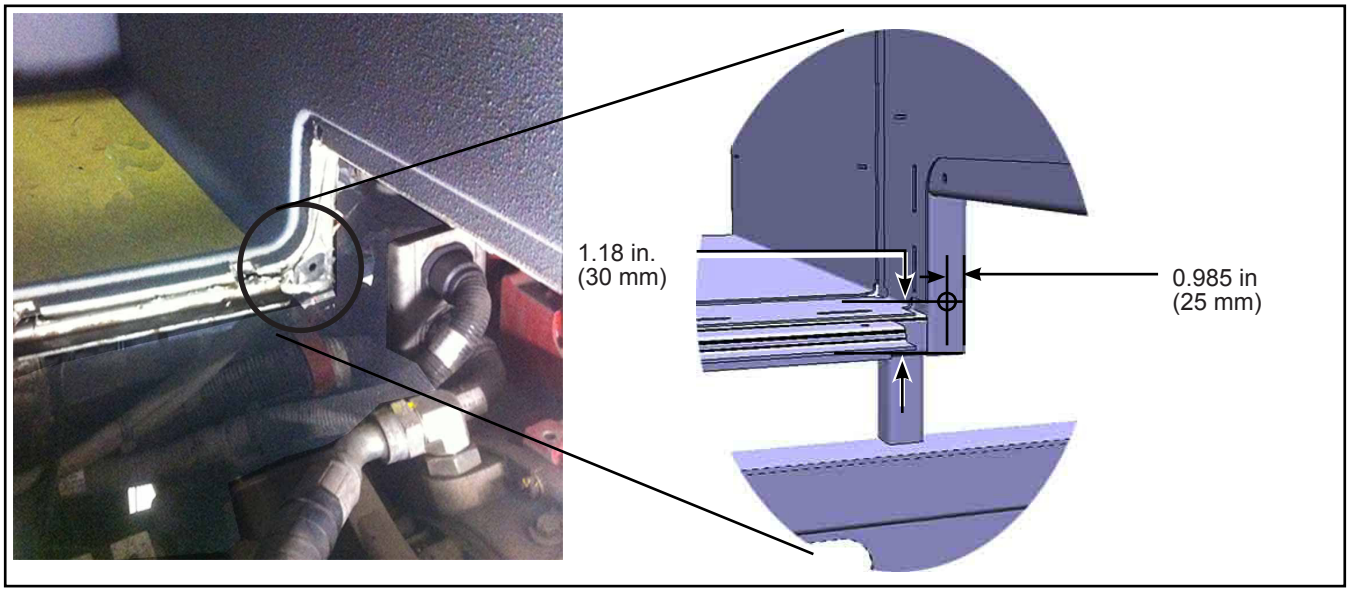

Figure 10 - Drilling for the Installation of P-clamp
1.22. Drill a 0.350 in. (9 mm) diameter hole at the location specified in Figure 10. This operation is performed through the transmission access panel located at the rear interior of the vehicle.